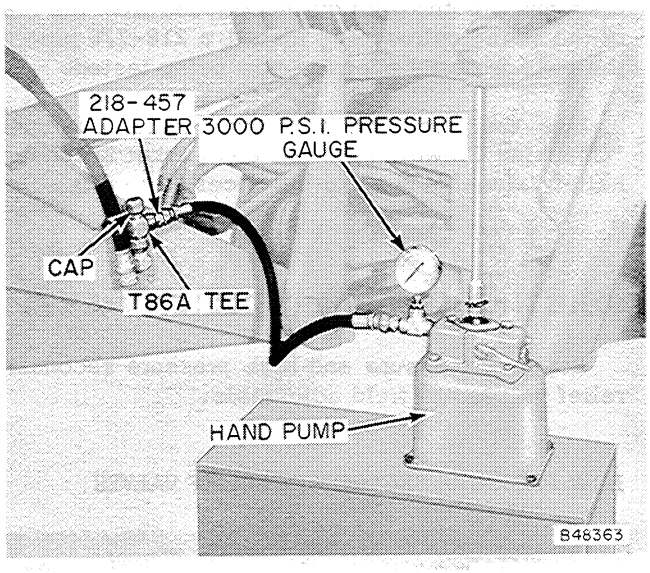

Figure 57 - Testing Crowd Cylinder Relief Valve
3. After hydraulic system has warmed up to operating temperature, remove the applicable hose, see Figures 57, 58, and 59.